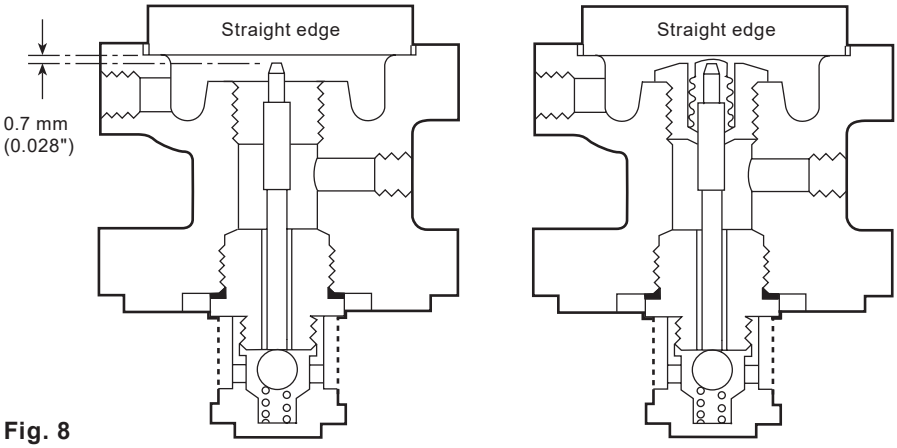

Fig. 8
11. Insert the plunger (**11**) in from the top and check that there is a gap of 0.7 mm between the top of the plunger and a straight edge placed across the diaphragm location recess (See Figure 8).
13. Check with straight edge again, that with the top of the bellows pressed lightly onto the top of the plunger, there is a slight clearance - a mere line of light between the straight edge and the top of the bellows (see Figure 8).